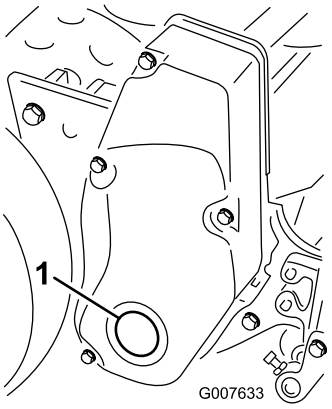

Figur 57
1. Afmonter proppen i højre knivcylinderskærm (Figur 57).